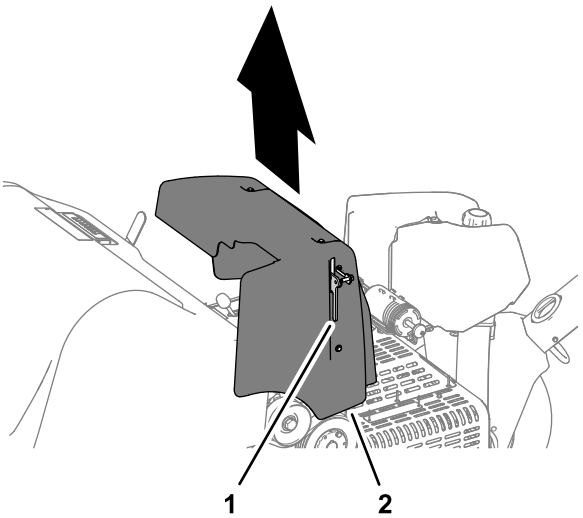

Figure 31
2. Lift the latch lever for the hood and lift the hood from the machine (Figure 31).